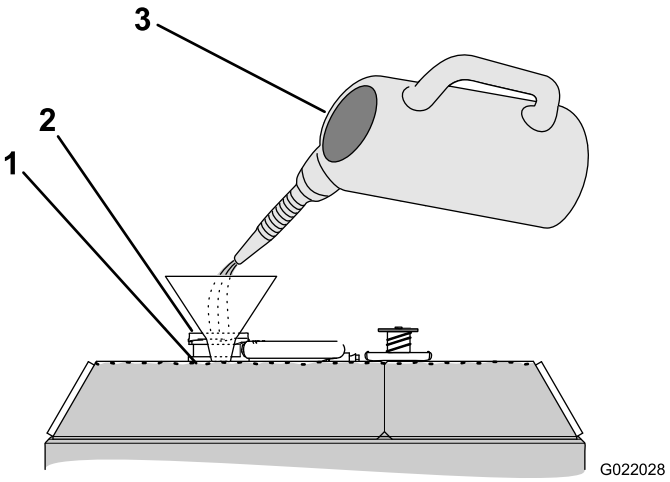

Rysunek 113
4. Napełnić chłodnicę chłodziwem tak, aby płyn osiągnął poziom dolnej części wlewu (Rysunek 113).